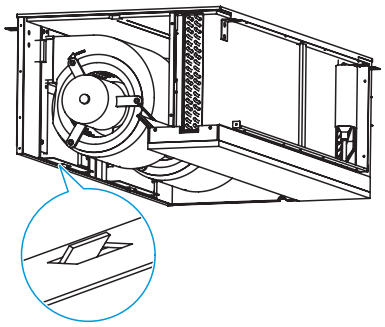

Рисунок 10.9
3) Как только отверстие в крышке вентилятора окажется выше штифта на передней панели, переместите узел так, чтобы штифт вошел в отверстие. (Рисунок 10.9).